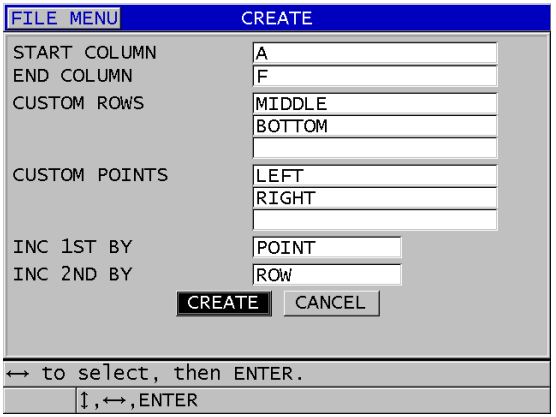

Rysunek 11-14 Konfigurowanie zakresu identyfikatorów dla niestandardowych plików danych 3D
3. Na drugiej stronie ekranu **CREATE** (Utwórz) (patrz Rysunek 11-14 na stronie 215):